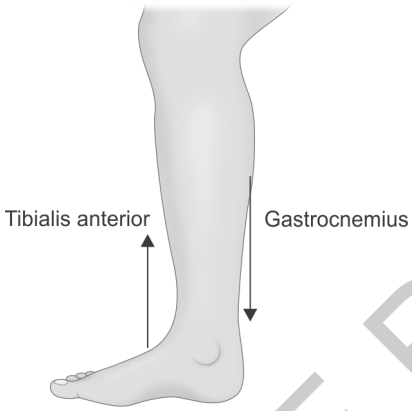

Fig. 1.11: Parallel force system
- Anatomical, e.g., coordinated action of tibialis anterior and gastrocnemius **(Fig. 1.11)**.